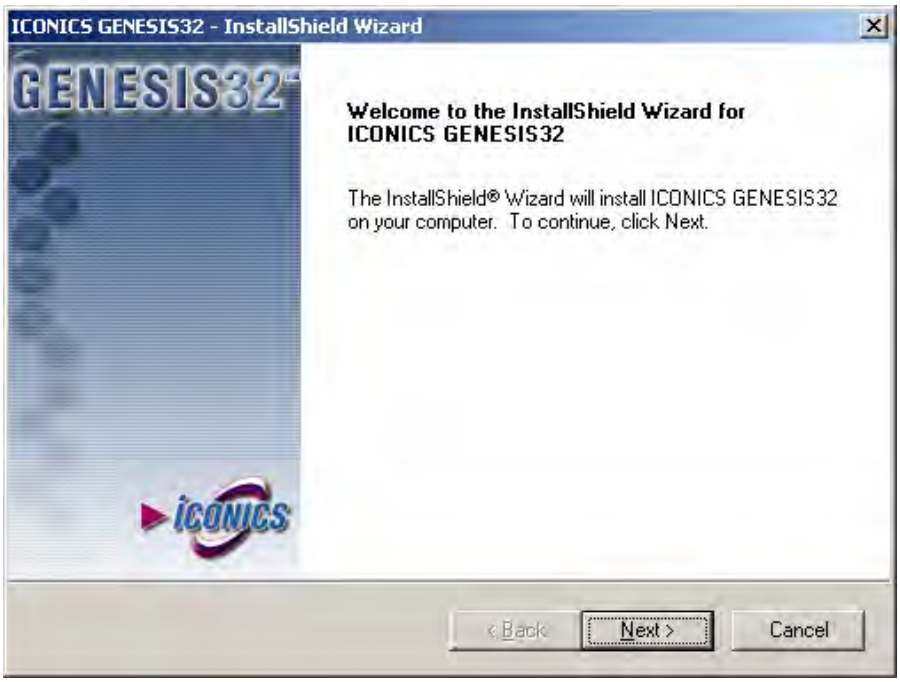

Figure L1.3 - Welcome Screen
5. Once the prerequisites installation completes, you should see the Welcome screen as shown in Figure L1.3 - Welcome Screen.